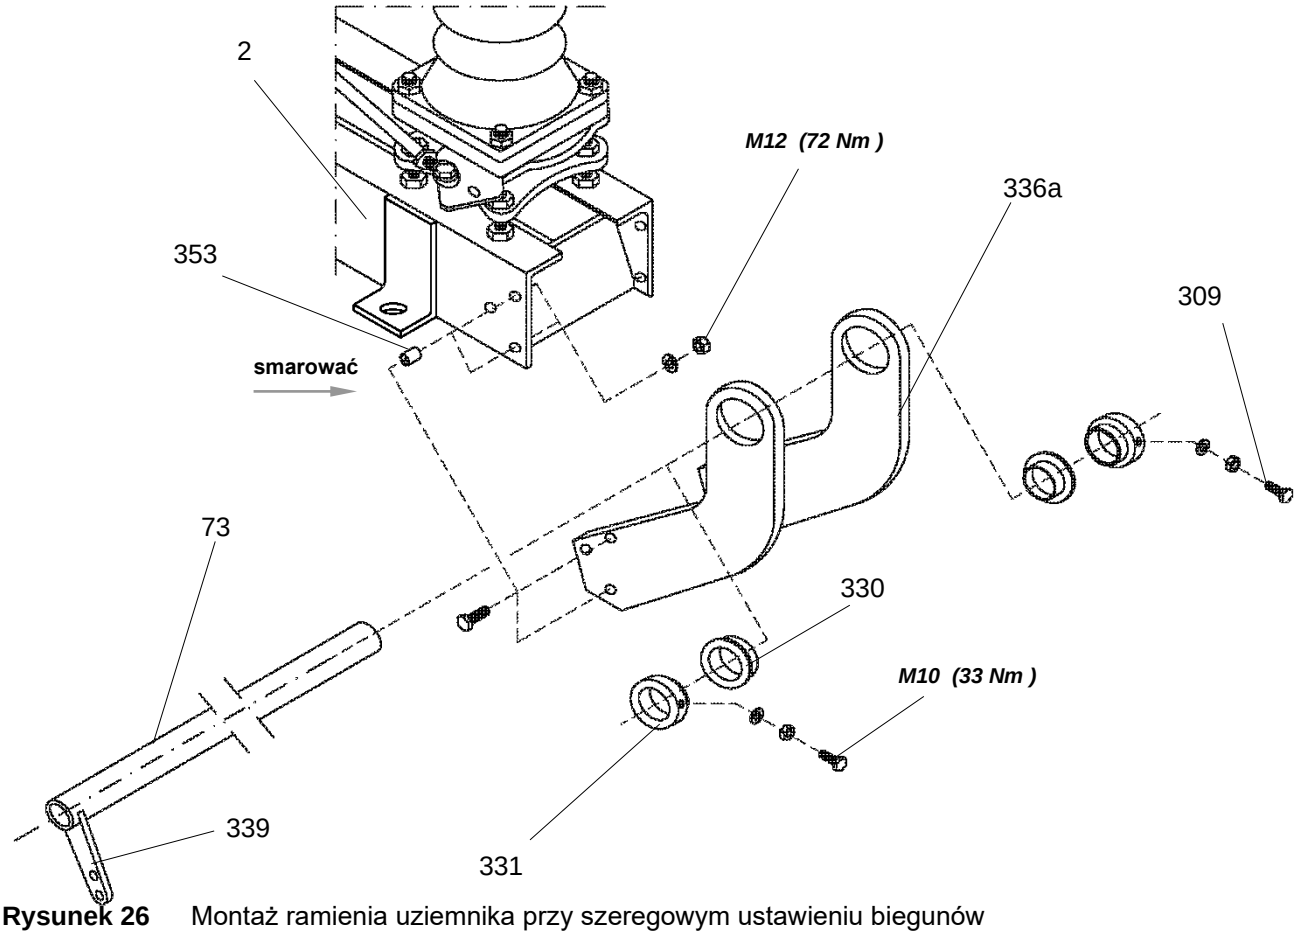

Rysunek 26 Montaż ramienia uziemnika przy szeregowym ustawieniu biegunów
2. Ustawić wsporniki wału uziemnika (336a) w pozycji montażu wbijając kołki rozprężne (353) w otwory wykonane w ramie podstawy odłącznika (221) [Rys. 26]
3. Przykręcić wsporniki wału uziemnika (336) lub ramę podstawy uziemnika (336a)
4. Nasmarować łożysko wzdłużne (331) od wewnątrz a tuleję z kołnierzem (330) na zewnątrz, stosując smar silikonowy, a następnie wspólnie zamontować, upewniając się, że łożyska wzdłużne umiejscowione są na właściwej stronie [Rys. 26]
5. Zamontować wały uziemnika (73)
6. Dokręcić śruby zabezpieczające w tulejach z kołnierzem (330) i zabezpieczyć nakrętką kontrującą
8. Ustawić we właściwej pozycji wstępnie zamontowaną dźwignię napędu (76)